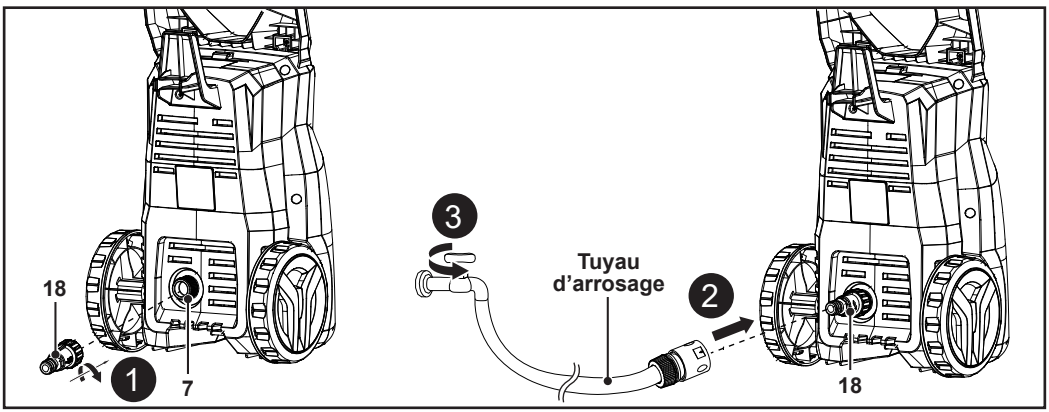

Fig. 7
1. Retirer le bouchon en plastique de l'arrivée d'eau (5).
2. Raccorder le raccord d'arrivée d'eau (18) à l'arrivée d'eau (5) en le vissant dans le sens horaire (Fig. 7, étape 1).
3. Brancher une extrémité du tuyau d'arrosage (non fourni) au raccord d'arrivée d'eau (18) (Fig. 7, étape 2).
4. Raccorder l'autre extrémité du tuyau d'arrosage à une source d'alimentation en eau adaptée (Fig. 7, étape 3).